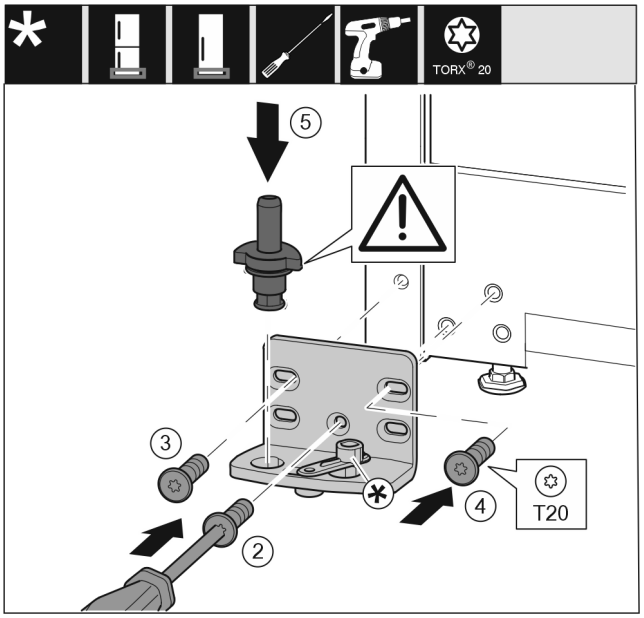

Fig. 18
▶ Ležajni podstavek namestite na drugo stran in ga po s pomočjo izvijača. Pričnite z vijakom *Fig. 18 (2)* spodaj na sredini.
▶ Privijte vijak *Fig. 18 (3)* in vijak *Fig. 18 (4)*.
▶ Vstavite ležajni sornik *Fig. 18 (5)* do konca. Pri tem pazite na to, da je zaskočni zapah obrnjen nazaj.